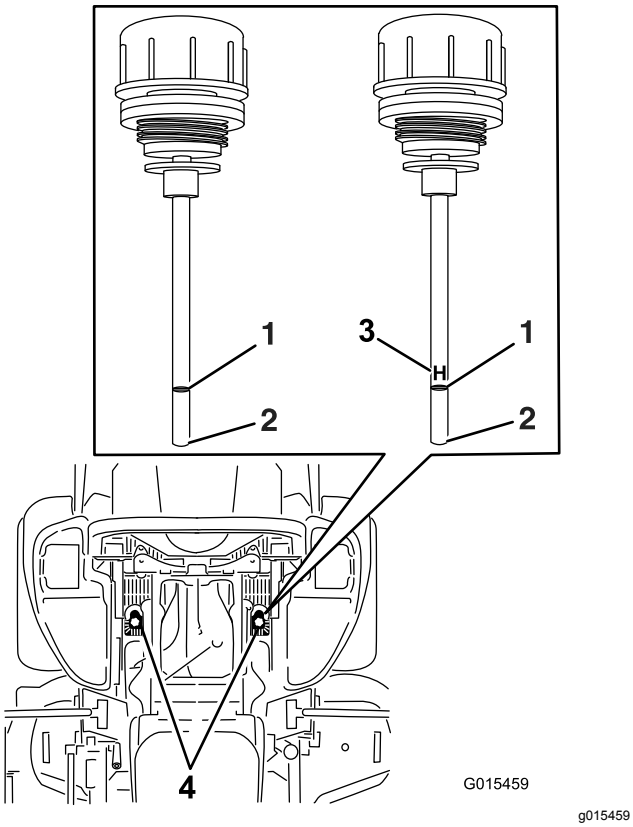

Figur 90
6. Rengör området runt oljestickorna i hydraulsystemets tankar (Figur 90).
7. Ta bort en oljesticka från hydraultanken (Figur 90).
9. Ta ut oljestickan och titta på änden (Figur 90).